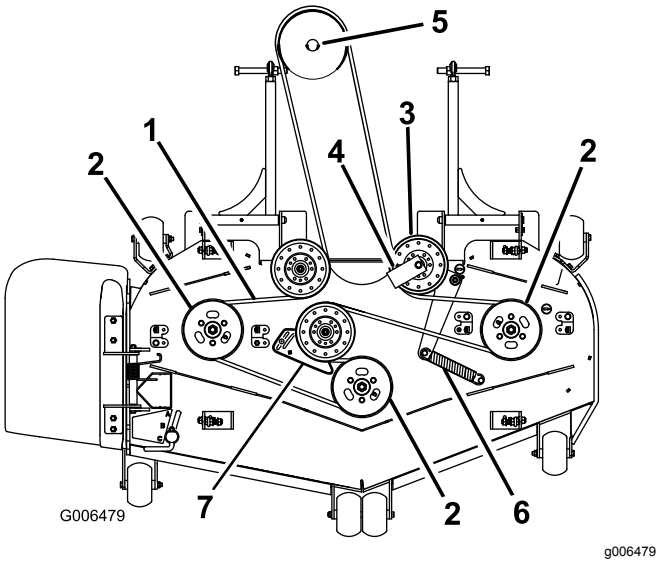

Figur 88
7. Ta bort remstyrningen på den fjäderbelastade mellanremskivan enligt Figur 88.
9. Montera en ny rem runt klipparremsskivorna och växellådsskivan under motorn (Figur 88).
10. Montera remstyrningen på den fjäderbelastade remskivan med 45 graders vinkel enligt Figur 88. Dra åt skruven till 37–45 Nm.
11. Montera mellanremskivans fjäder på de två hållarna (Figur 88).